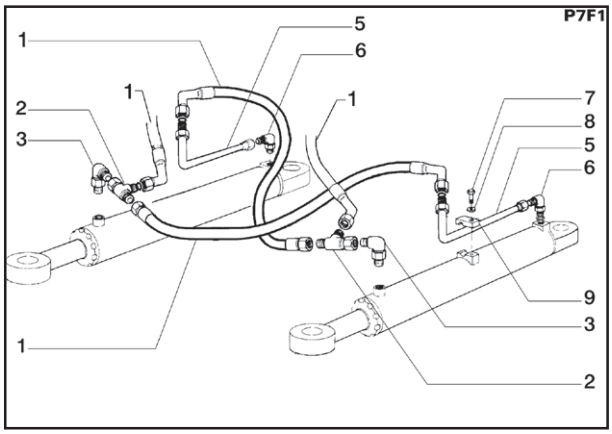

Fig.3
1. Desconecte as mangueiras (1 - fig.3).
2.Instale bujões nas mangueiras (1 - fig.3).
3.Remova as conexões (2 e 3 - fig.3).
4.Remova o parafuso (7 - fig.3), a arruela (8 - fig.3) e a abraçadeira (9 - fig.3) que fixa o tubo (5 - fig.3) ao cilindro da direção.
5.Remova o tubo (5 - fig.3) e a conexão (6 - fig,3).
3. Instale a conexão (6 - fig.3) e o tubo (5 - fig.3).
4. Instale a abraçadeira (9 - fig.3), a arruela (8 - fig.3) e o parafuso (7 - fig.3) que fixam o tubo (5 - fig.3) ao cilindro da direção.
5. Instale as conexões (2 e 3 - fig.3).
6. Instale as mangueiras (1 - fig.3).